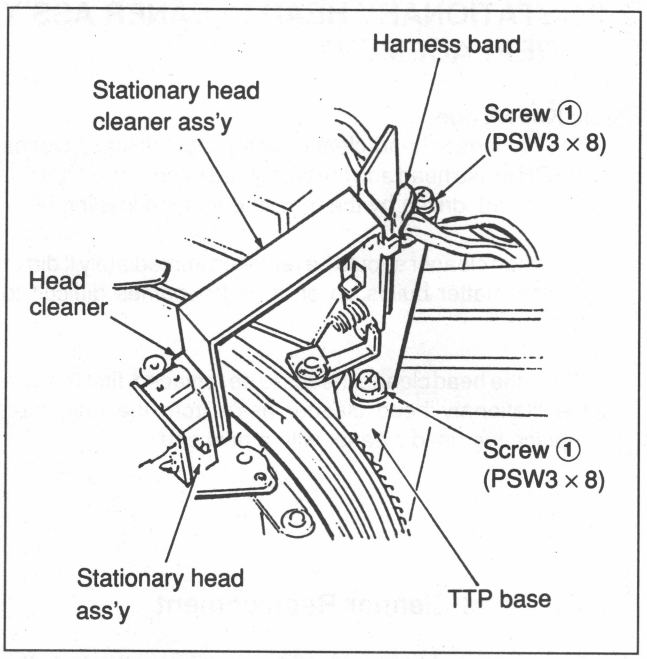

Fig. 7-24-2 Stationary Head Cleaner Ass'y Removal
(1) Before beginning the replacement procedure, remove the cassette tape from the VTR and turn the power off.
(2) Turn the manual crank of the loading drive gear ass'y to position the pinch roller near the loading drive gear ass'y.
(3) Remove the two screws shown as ① in the figure and take out the stationary head cleaner ass'y. (Refer to Fig. 7-24-2.)